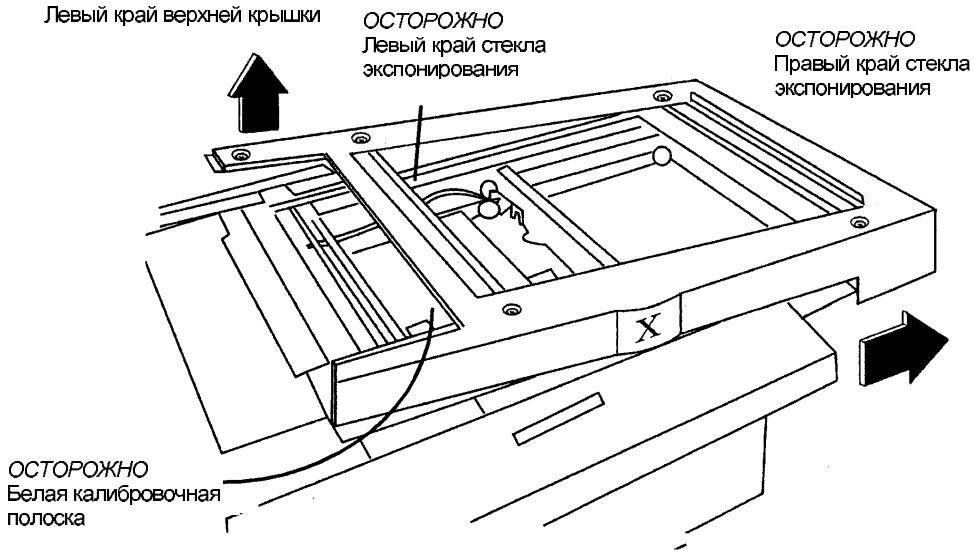

Рис. 1. Демонтаж верхней крышки вместе со стеклом экспонирования.
4. Снимите верхнюю крышку вместе со стеклом экспонирования (Рис. 1).
a. Выверните винты (5) с верхней крышки.